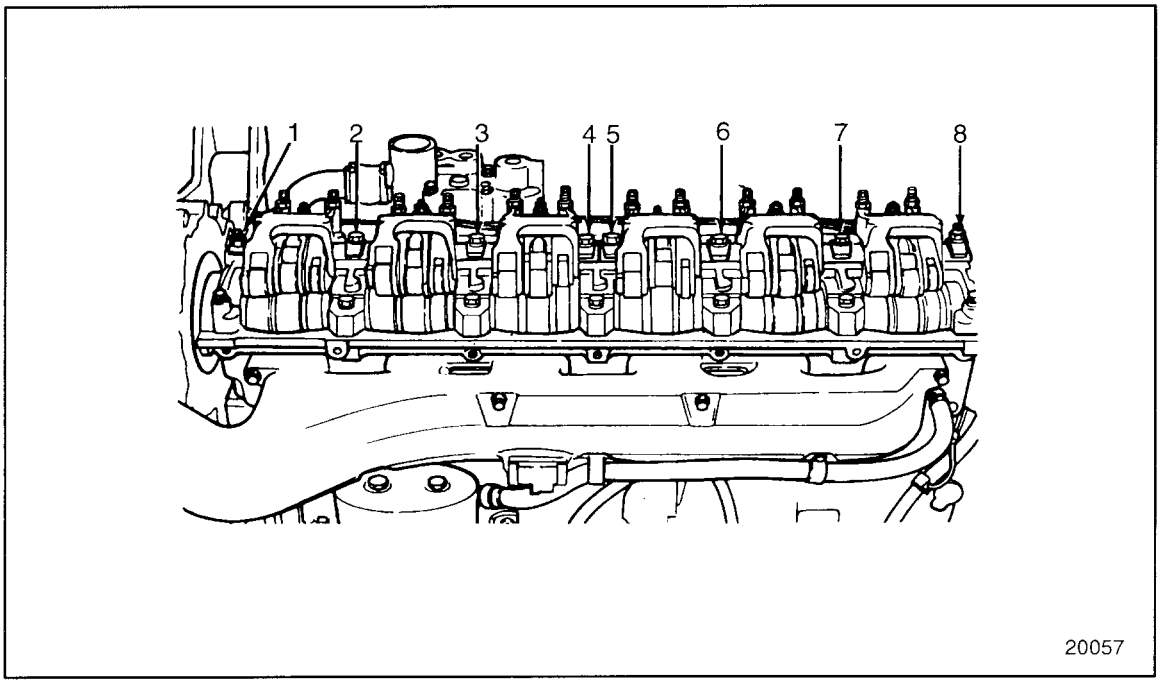

Figure 1-56 Rocker Arm Shaft Bolts and Nut Identification Numbers
3. Remove the rocker arm shaft bolts (No. 2, 3, 4 or 5, 6, 7) and nuts (No. 1 or 8) that retain the rocker arm shaft assembly to the cylinder head. See Figure 1-56 for Series 60 diesel engine and see Figure 1-57for Series 60 gas engine. For camshaft or cylinder head removal, both rocker arm shaft assemblies must be removed.